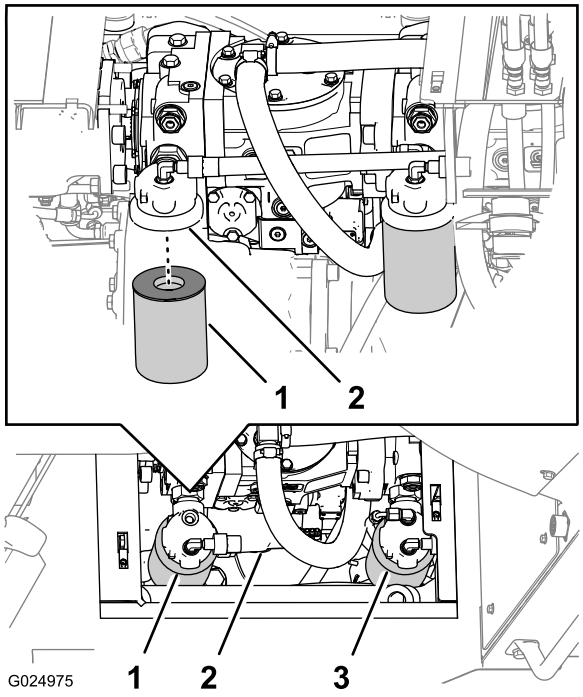

Rysunek 110
Informacja: Filtr zasilania hydraulicznego jest dostępny od dołu z prawej strony maszyny, za zbiornikiem hydraulicznym (Rysunek 110).
2. Umieść pojemnik pod filtrem zasilania hydraulicznego (Rysunek 110).
3. Obróć filtr zasilania hydraulicznego w lewo i wyjmij filtr (Rysunek 110).